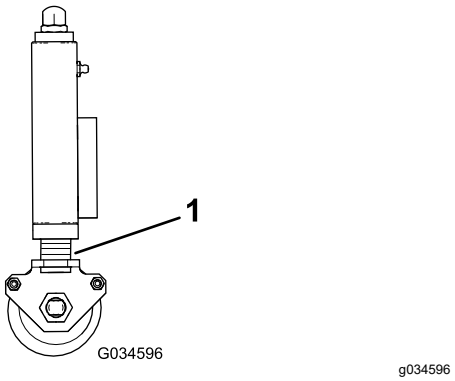

Figur 27
2. Sørg for, at alle klippeenheder er indstillet til samme klippehøjde ved at referere til indikatorringene (Figur 27).